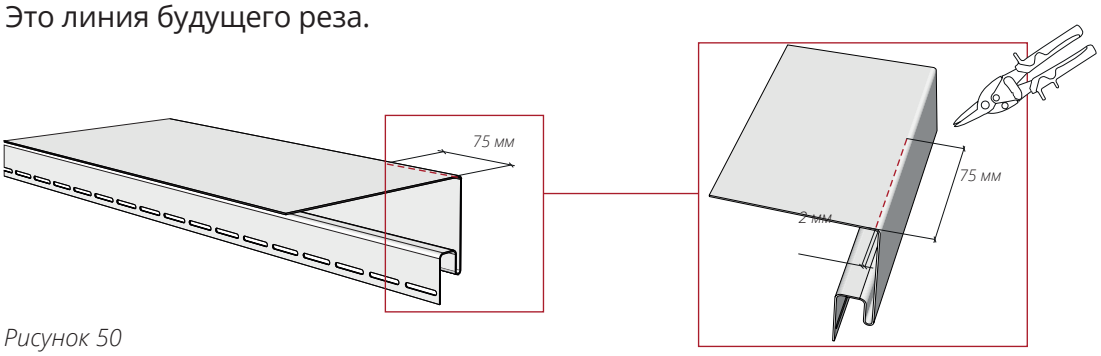
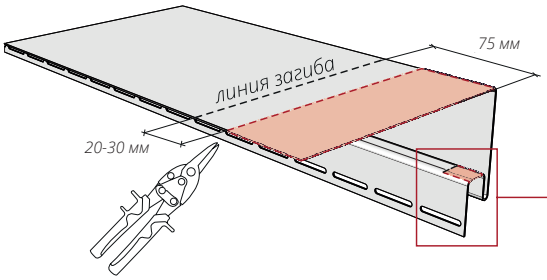

Рисунок 50
Рисунок 51
13.5 Для подреза верхней околооконной планки проведите параллельно лицевой части линию длиной 75 мм, отступив от края лицевой части 2 мм, согласно рис. 50.
13.6 Отмерьте и проведите, согласно рис. 51 едва заметную линию на расстоянии 75 мм от торца околооконки. Это линия будущего загиба верхней околооконной планки. Отступите от этой линии расстояние 20-30 мм к внешней стороне (рис. 51) и проведите еще одну линию, это линия реза. Подрежьте околооконку по разметке (рис. 50 и 51), используя ножницы.